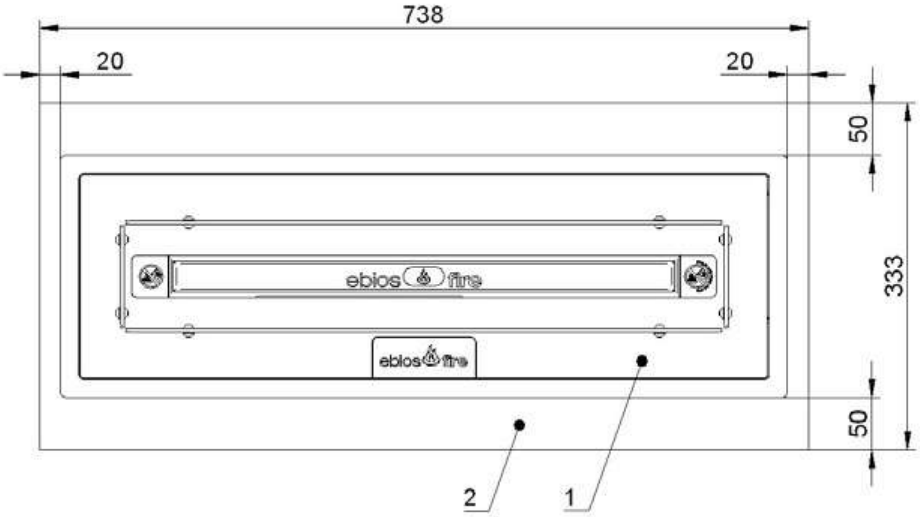

Rys. 4 Wymiary minimalnej płyty górnej/stołowej
- Minimalny wymiar płyta górnej/stołowej (rys. 4) wynosi co najmniej **750 x 400 mm** (szerokość x głębokość).